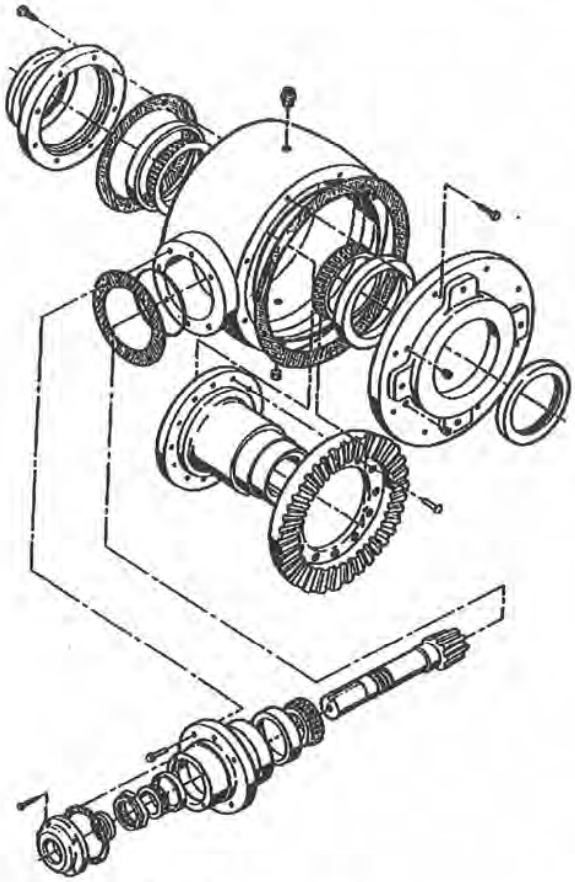
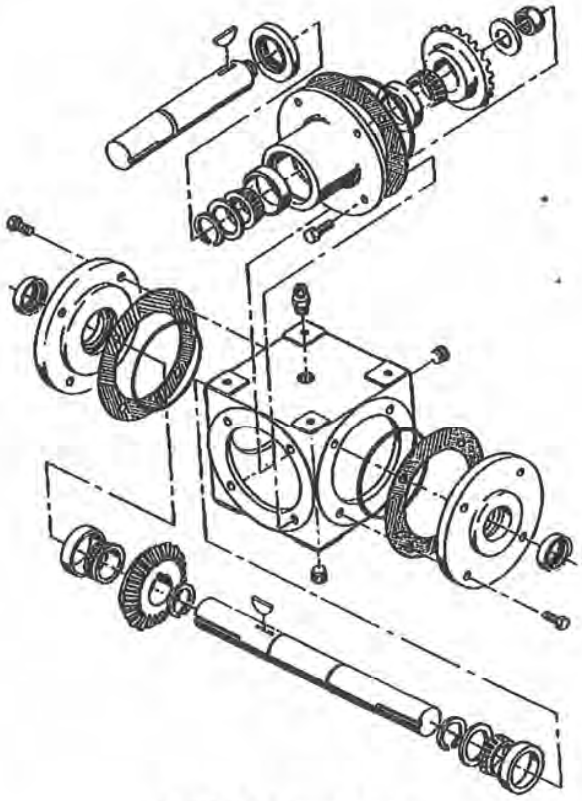
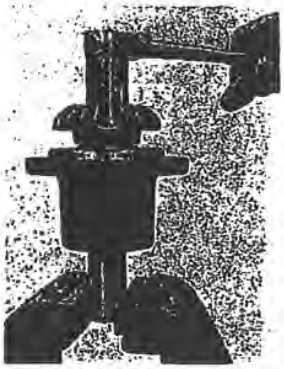

FIGURE 3 — Group 2 Drives
FIGURE 4 — Group 1 Drives
FIGURE 8 – Pinion Assembly Adjustment
Group 1, 2 and 3 Drives (Refer to Figures 3 and 4 unless otherwise noted.)
4. Remove cap screws from Open Cap (6) which is opposite the gear side of Cross Shaft Assembly (7, Figure 4) and Output Sleeve Assembly (8, Figure 3) and remove, being careful to keep bearings clean and preventing damage to gear teeth. Slip open cap with nal off cross shaft or output sleeve.
Group 1 Drives — Secure Pinion Shaft (10, Figure 4) with a vise, and remove Lock Nut (12) and washer from shaft. Place pinion assembly in a press with threaded end of shaft up and back side of Bevel Gear (5) supported. Remove gear by pressing out.
Group 2 Drives — Secure Pinion Shaft (10, Figure 3) with a vise, on shaft extension and remove cap screws from Seal Carrier (11), remove it and gasket from Pinion Housing (3). Loosen Lock Nut (12) and remove from pinion shaft. Remove remaining pinion assembly from the vise and place inner flange surface of the Pinion Housing (3) on the anvil of a press. Push shaft through pinion housing, thereby releasing Outer Bearing Cone (13). Whenever gear set is changed, it is recommended that the Inner Bearing Cone (14) be replaced. If bearings are to be replaced, remove Bearing Cups (15) from Pinion Housing (3) with a puller tool or if one is not available, gently tap opposite back sides of the bearing cups with a flat punch so that they are removed evenly and no damage occurs to pinion housing.
ıp 1 Drives — Cross Shaft Assembly (7, Figure 4) is disassemby by removing Snap Rings (17) and placing Shaft (18) in a press sleeve between anvil and gear.
Group 2 Drives — Bearing (24, Figure 3) is removed from Output Sleeve (25) on the side opposite the gear (G.O. side) by placing inner bearing race on press anvil and pushing sleeve out of bearing. If Bearing (26) on the gear side needs to be replaced, it can be removed by tearing apart bearing and removing inner bearing race with a gear puller.
2. Replace Bearing Cups (15 & 28, Figure 3) and (23 and 29, Figure 4) in pinion housing and open caps being careful to remove any foreign particles in the counterbore. Bearing cup must seat squarely in counterbore (Groups 1 and 2 only). If cups must be tapped into place, use a rubber hammer or piece of wood to protect cup surfaces. Do not insert seals at this time.
3. When reassembling Pinion Shaft Assembly (4, Figures 3 & 4), Cross Shaft Assembly (7, Figure 4) and Output Sleeve Assembly (8, Figure 3), refer to Figures 3 and 4 so that all parts are included in their proper position. Be sure that parts are pressed tightly against one another and that no foreign material is included between them.
Group 1 Drives – Assembly of Cross Shaft Assembly (7, Figure 4) is essentially the reverse of the disassembly procedures except that when installing Bevel Gear (20) on shaft, first insert Snap Rings (17) and woodruff key. Gear is then heated in hot oil and then installed on shaft where it will cool and shrink fit.
The Pinion Shaft Assembly (4, Figure 4) is assembled as follows: Insert snap ring and Spacer (15) on Pinion Shaft (10). Press Outer Bearing Cone (13) on shaft using inserting tool. Place threaded end of shaft into Pinion Housing (3) and press Inner Bearing (14) over shaft and into pinion housing with inserting tool. Install woodruff key and press Pinion Gear (5) on shaft. Assemble Pinion Washer (30) and Lock Nut (12) on shaft. Secure assembly in a vise as shown in Figure 8 and tighten lock nut enough to draw down gear and washer until the bearings bind. Nut is then backed off slightly (approx. 1/4 turn). Release pinion shaft from the vise and rap nut and shaft end sharply with a rubber mallet while supporting pinion housing on vise (see Figure 9). This will free up the bearings so that they will rotate freely with no noticeable end play. Do not install seals at this time. See FINAL ASSEMBLY AND BACKLASH ADJUSTMENT section to complete assembly.
Group 2 Drives – The Output Sleeve Assembly (8, Figure 3) is assembled as follows: Ring Gear (27) must be riveted squarely and firmly to output sleeve. Position ring gear on flange of output sleeve and temporarily fasten with four cap screws and nuts. Position screws 90° apart and tighten in a crisscross sequence until gear is drawn down evenly. Rivet the holes between the cap screws in a crisscross sequence. Remove cap screws and rivet remaining holes. Riveting force must be sufficient to expand the rivets tightly in the holes and form a good rivet head.
Assembly of Pinion Shaft Assembly (4, Figure 3) is essentially the reverse of the disassembly procedure. Use 1 gasket between Seal Carrier (11) and Pinion Housing (3). Bearing adjustment is similar to Group 1 Drives and Figures 8 and 9 should be referred to. Do not install seals at this time. See FINAL ASSEMBLY AND BACKLASH ADJUSTMENT section to complete assembly.
Groups 1, 2 and 3 Drives – Install Open Cap (9, Figures 3 & 4) on the gear side of Case (2, Figures 3 & 4) with two .005 blue shims. Fasten caps and shims to gear case by torquing down cap screws securely. Insert Output Sleeve Assembly (8, Figure 3) or Cross Shaft Assembly (7, Figure 4) carefully through opening in case and into open caps. Install two .005 blue shims and Open Cap (8, Figures 3 & 4) on the case side which is opposite the gear with cap screws and torque down all screws evenly.
Insert Pinion Shaft Assembly (4, Figures 3 and 4) carefully into Case (2) using two .005 blue shims and cap screws. Gear backlash is adjusted by moving shims from the cross shaft or output sleeve open cap on the gear side to the side opposite the gear until gears rotate freely, with no noticeable backlash. At this point, move two .002 red shims back to the gear side end cap and the gears will then be properly adjusted. Note — if there are not enough shims left in open cap opposite gears to move two shims back — further gear adjustment must be made by adding or removing shims from between the pinion housing and case and repeat the entire procedure listed in this and two preceeding paragraphs.
Group 1, 2 and 3 Drives – Oil seals (30 & 31, Fig. 3 & 4) and (16, Fig. 4) can now be installed in open caps and pinion housings. Slip Seal (1, Figure 10) over tapered end of Pilot Sleeve (2, Figure 10), making sure that the spring loaded lip of the seal is facing toward the Bevel Gear Drive. Slip pilot sleeve over shaft and down until end of sleeve is against bearing. Install Seal Driver (1, Figure 11) over pilot sleeve and tap seal down sleeve until it is seated in housing or cap. Remove seal driver and pilot sleeve. These installation tools are available from Hub City.
Group 1, 2 and 3 Drives – Clean and recoat Drain Plug (1, Figures 3 & 4) with Loctite® and replace in bottom of gear case. Remove Fill and Breather Plug (32, Figures 3 & 4) and Oil Level Plug (33, Figures 3 & 4). Fill gear case with recommended lubricant and follow all recommended procedures as detailed in Lubrication and Installation Instructions which are included with each Drive.